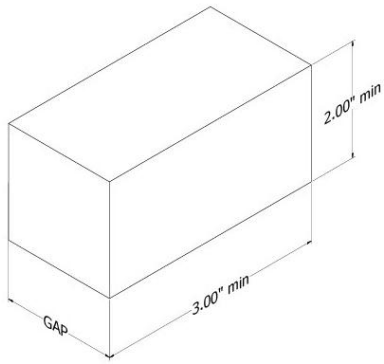

Figure 15: Illustration of spacer
b. If gaps remain, fill them with spacers measuring at least 2" high x 3" wide (Figure 15). Recommended spacer materials include plastics with compressive yield strength greater than 20MPa. Examples of suitable material available from McMaster-CARR include: